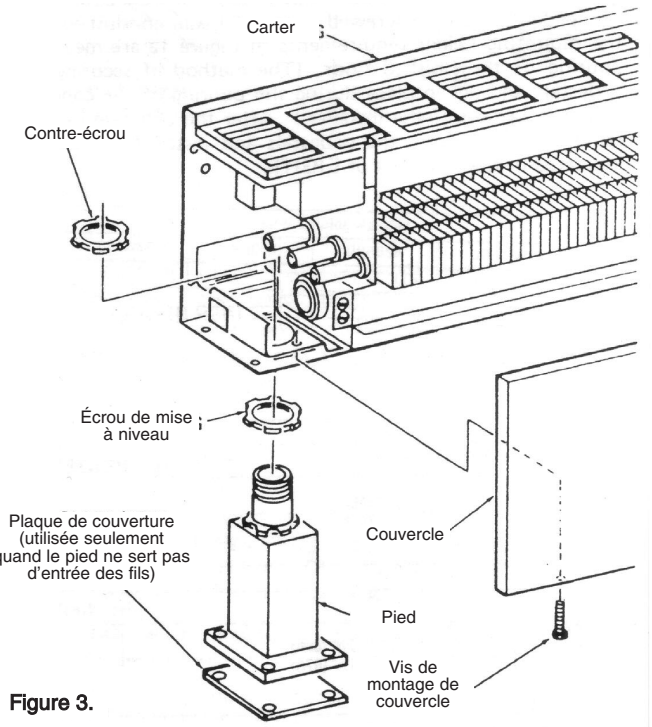

Figure 3.
Remarque – Quand un pied n'est pas utilisé pour entrer les fils, sa base doit recevoir une plaque de couverture (fournie avec le pied). Voir la Figure 3.
1. Enlevez le couvercle frontal en ôtant ses vis de fixation (Figure 3).
6. Remettez en place le couvercle frontal et maintenez-le avec ses vis de fixation (Voir la Figure 3).
1. Enlevez le couvercle frontal en ôtant ses vis de fixation (Figure 3)